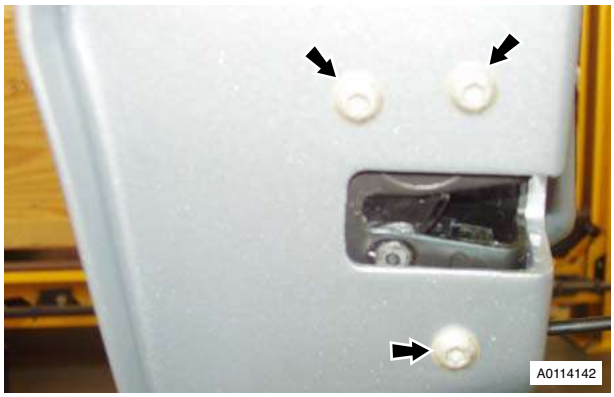

Figure 11
30. Remove Torx screws (x3) securing latch assembly to door frame (see Figure 11).